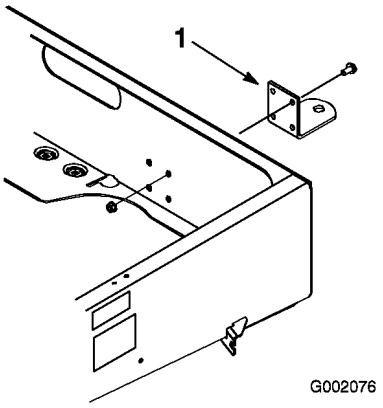

Figur 7
2. Passa in dragkroken med monteringshålen på ramen. Säkra dragkroken med skruvarna och muttrarna (Figur 7).